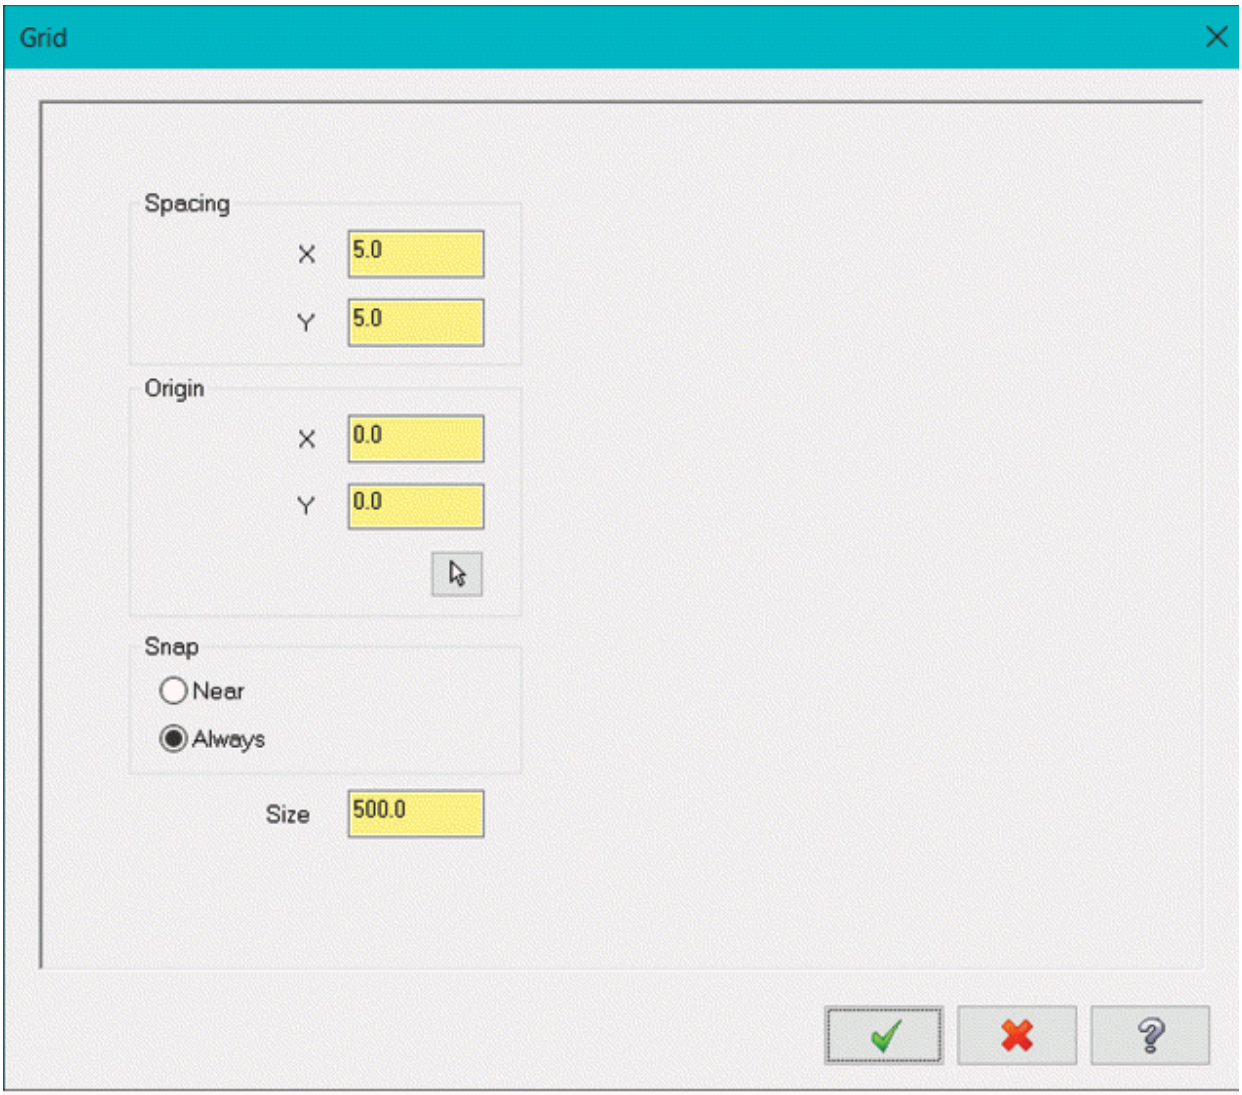

Figure-38. Grid dialog box
- Click on the **Grid Settings** (inclined arrow) button from the **Grid** group of **View** tab in the **Ribbon**. The **Grid** dialog box will be displayed; refer to Figure-38.